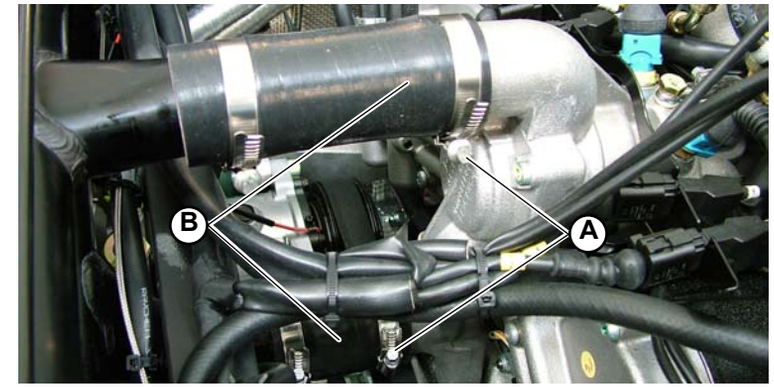

Fig.1
1. Remove the delivery (**A-Fig.1**) and intake pipe mounting clamps on the water pump and remove the pipes (**B-Fig.1**).